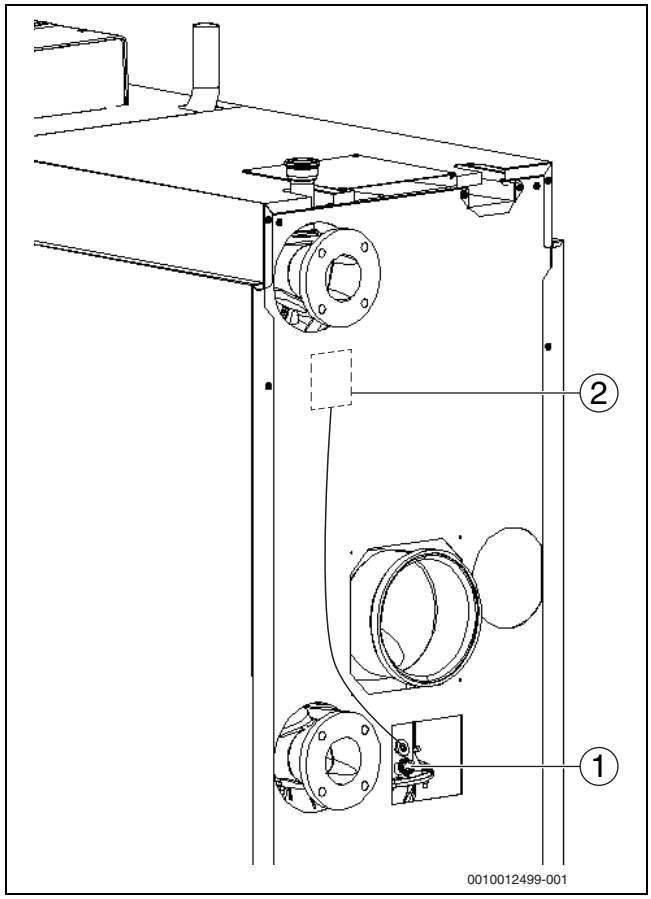

Bild 33 Messwerte aufnehmen (Kesselgröße 150-300 kW)
- ▶ Messfühler durch die Messöffnung (→ Bild 33, Seite 31) im Abgassammler in den Kernstrom halten und O_2-Gehalt kontrollieren.
- ▶ Messfühler durch die Messöffnung (→ Bild 33, Seite 31) im Abgasrohr in den Kernstrom halten und O_2-Gehalt kontrollieren.
- ▶ Folgende Messungen an der Messstelle im Kesselanschlussstück (→Bild 33 und 34) durchführen und im Inbetriebnahmeprotokoll (→ Kapitel 17.6, Seite 69) eintragen: